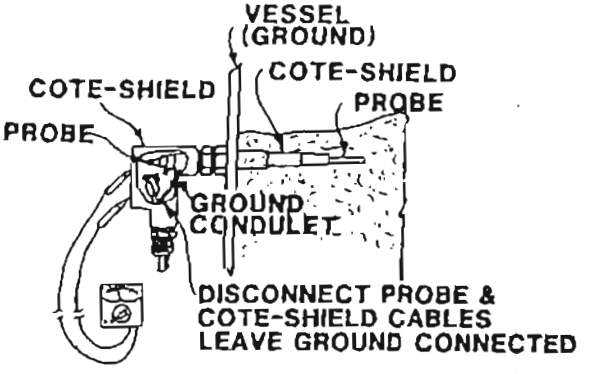

Fig. 6-3
a. Repeat Step A in Section 6.4.1 with level covering the sensing element. See Figure 6-3.